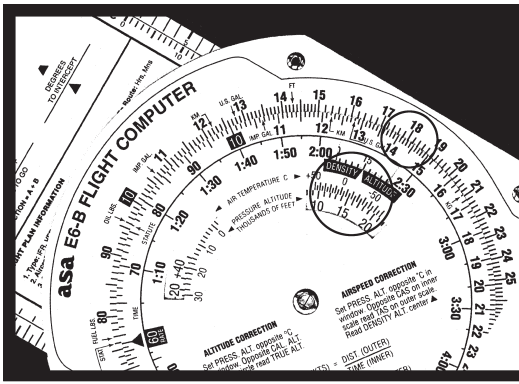

Figure 13
3. Read the density altitude over the arrow in the DENSITY ALTITUDE window. *See* Figure 13.
Figure 13 shows a pressure altitude of 15,000 feet set opposite an outside air temperature of -15°C. A calibrated airspeed of 145 knots converts to a true airspeed of 183 knots and a density altitude of 15,000 feet under these conditions.